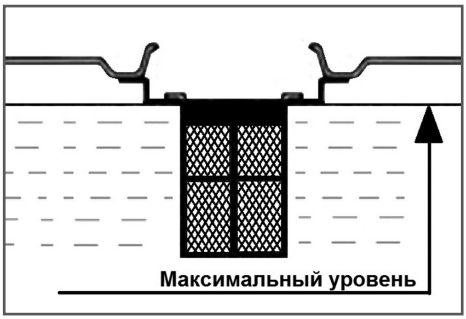

Рис. 7 Максимальный уровень топлива в топливном баке
Максимальный уровень топлива показан на Рис. 7.
3. Залейте бензин в топливный бак при помощи специальной емкости или воронки до уровня, показанного на Рис. 7.